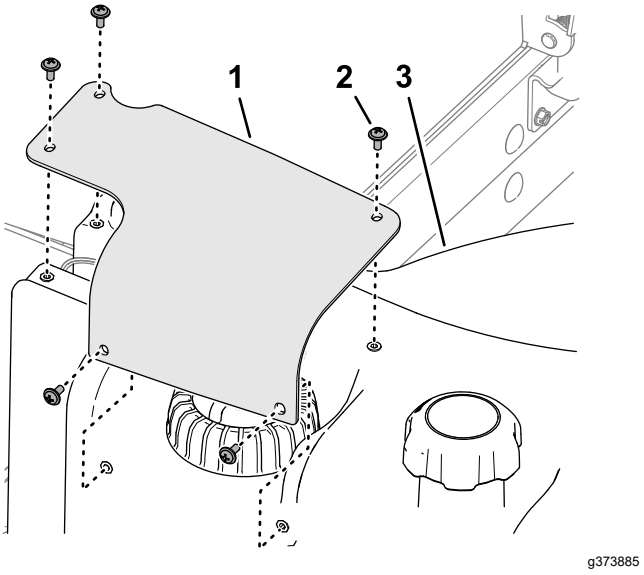

Figura 118
2. Îndepărtai cele 5 uruburi cu cap Phillips care fixează capacul transmiătorului pentru combustibil pe rezervorul de combustibil i scoatei capacul (Figura 118).